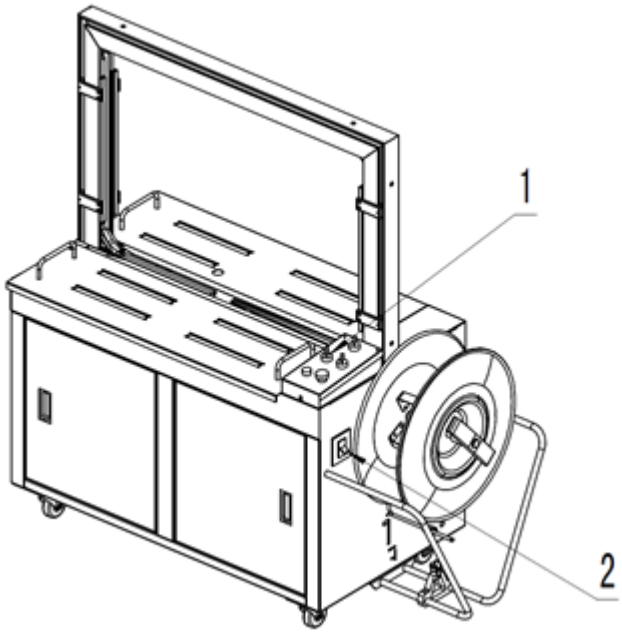

Рис.4-9
Перед подключением питания, проверьте выключатель питания аппарата, что он выключен (рисунок 4-9 позиция 2), на рабочем столе не должно находиться лишних предметов.
4) Переключатель двигателя должен быть помещен в безопасное положение. (Рисунок 4-9 Указатель 2).
3) Нажмите кнопку ручной режим, чтобы посмотреть, что поток упаковочной ленты идет гладко. (Рисунок 4-9,указатель 1).